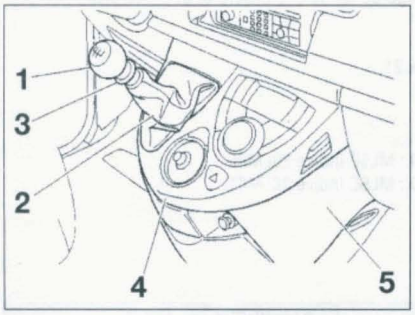

Figure 3-1
- Déposer le pommeau (1) et décliper le soufflet (2) de levier de vitesses **(figure 3-1)**.
- Déposer le câble de commande de M. AR du fourreau (3).
- Décliper la façade (4) de commande multifonction.
- Déposer les insonorisants droit et gauche (5).
- Déposer la façade (4) de commande multifonction **(figure 3-1)**.